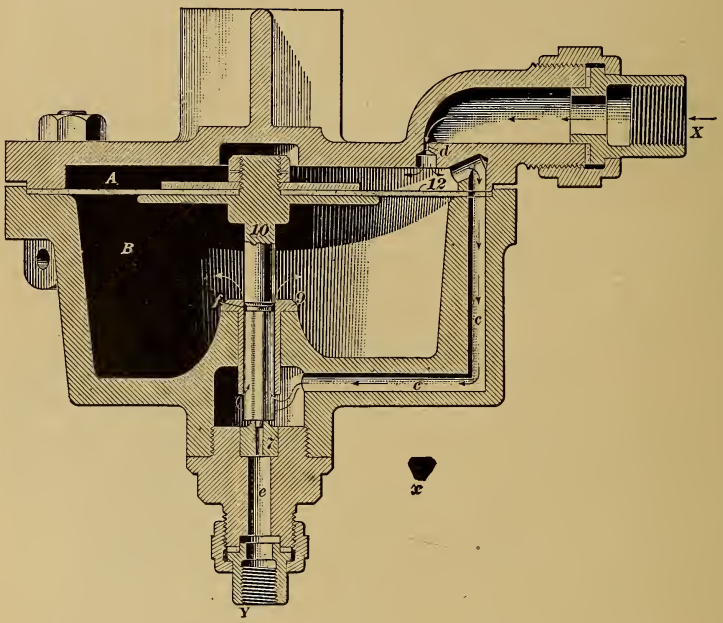

FIG. 7.
8. The **signal valve,** Fig. 7, is located under the footboard of the cab, and may be placed either on the engineer's or the fireman's side. The signal pipe is connected to it at *X*, while a pipe leads from *Y* to the signal whistle. The valve body is divided into two chambers *A* and *B* by the rubber diaphragm *12*, which also is attached to and operates the diaphragm stem *10*. This stem extends through the bushing *9*, and its end forms a valve (with seat in bushing *7*) that controls the passage *e* leading to the whistle. A small portion of the stem *10* fits the bushing *9* rather snugly, while below this a groove *f* is cut around the stem. Below this groove the stem is milled out so as to have a cross-section like that shown at *x*.
17. Sometimes the whistle only gives a *weak blast* when the cord is pulled. This may be due to the regulating spring of the reducing valve being too weak, so that there is less than 40 pounds in the signal pipe; the whistle may be full of dirt or be improperly adjusted; or the passage through the bushing *7* in the signal valve, Fig. 7, may be partly stopped up with oil and dirt.
If, in the signal valve, Fig. 7, the valve formed by the end of the stem *10* leaks or is held from its seat on bushing *7* by dirt, there will be a constant blow at the whistle that will produce a singing noise.